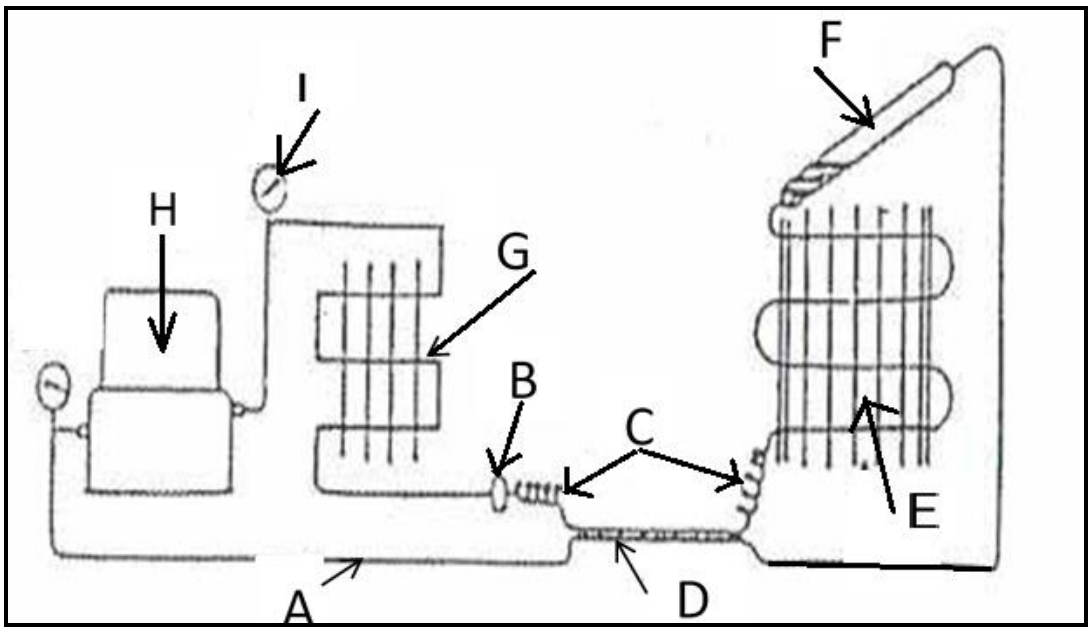

FIGURE 1 (9 × 1) (9)
3.3 Study the domestic refrigeration sketch in FIGURE 1 and identify the indicated components by writing the answer next to the letter (A–I) in the ANSWER BOOK.